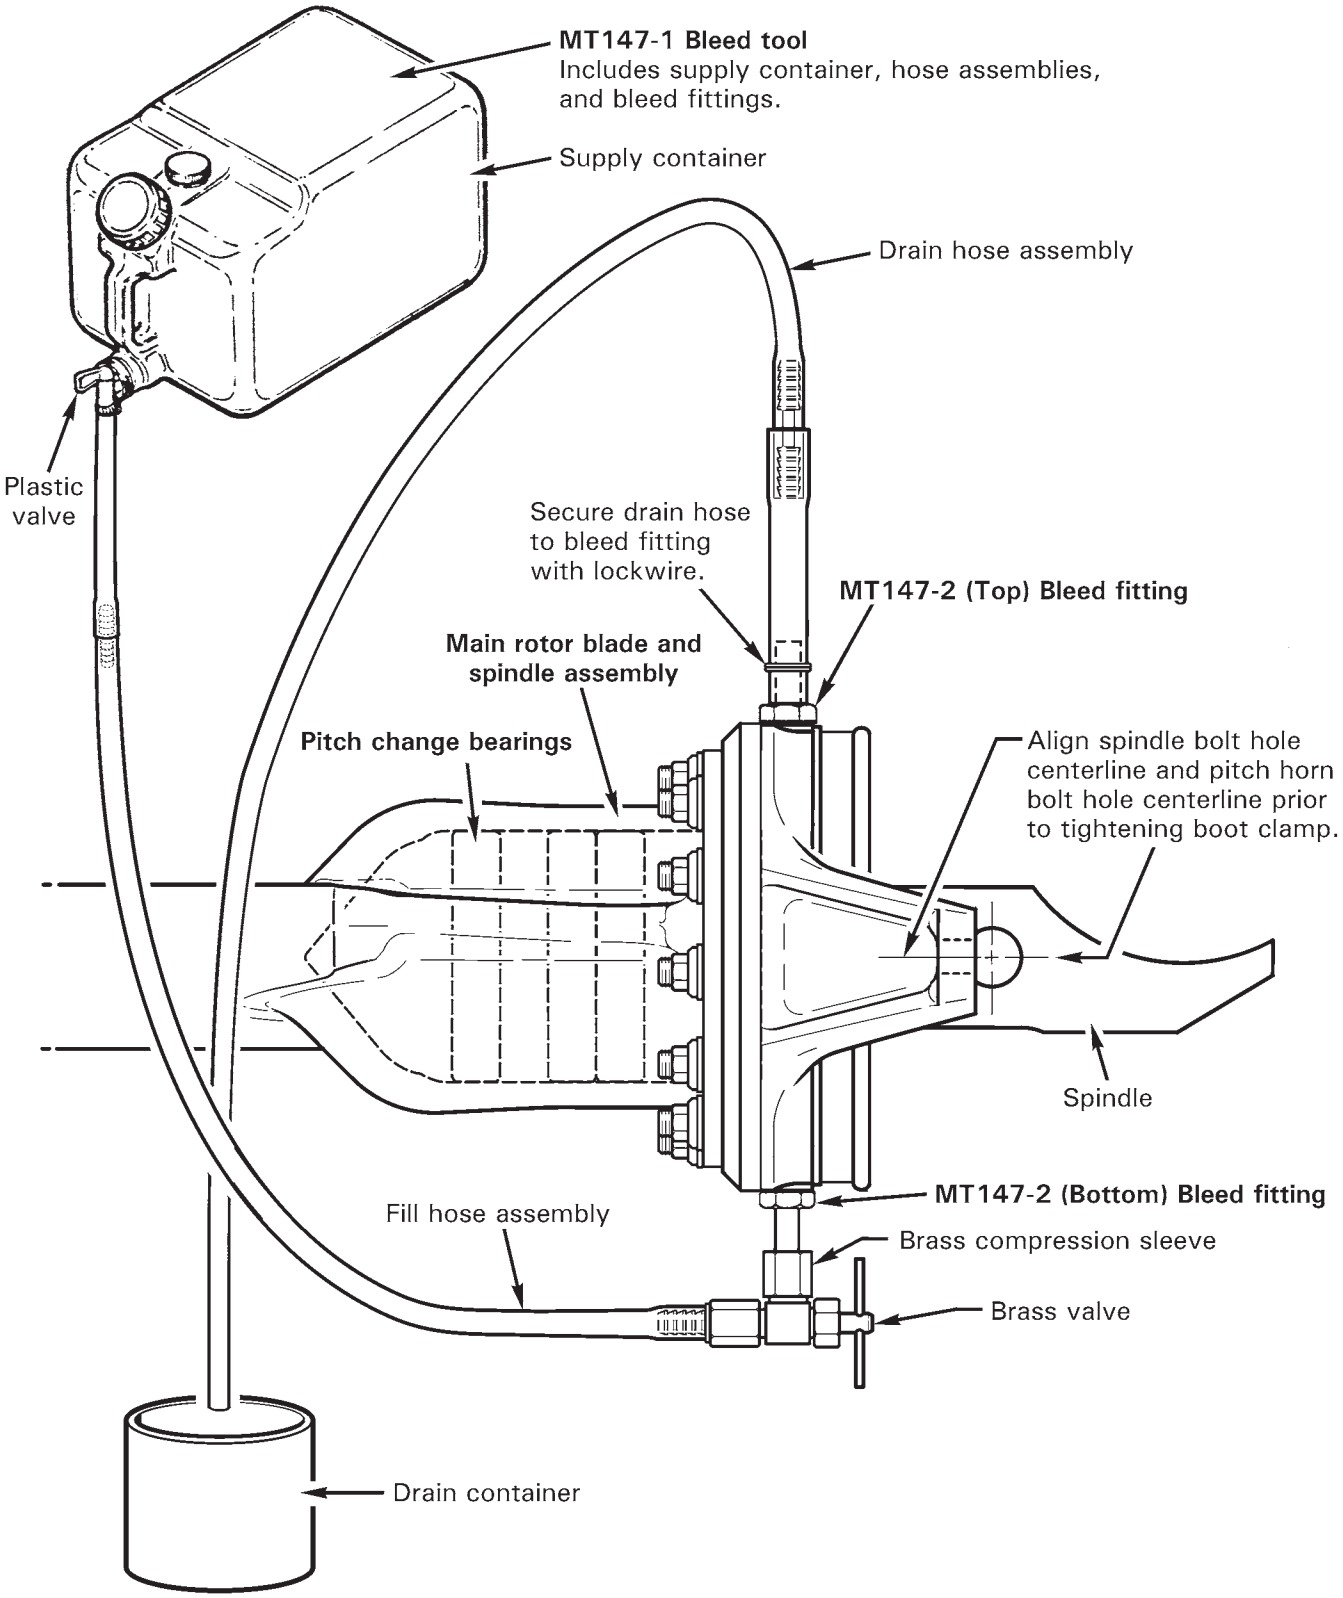

FIGURE 9-1C FILLING PITCH BEARING HOUSING
3. Stretch boot outer lip over pitch horn flange. Rotate spindle and align pitch horn bolt hole with spindle bolt hole per Figure 9-1C. Install A165-7 (outer) clamp assembly and tighten clamp. Verify security.
2. Refer to Figure 9-1C. Place a suitable drain container below main rotor pitch horn. Remove two B289-2 bolts from pitch horn and drain fluid.